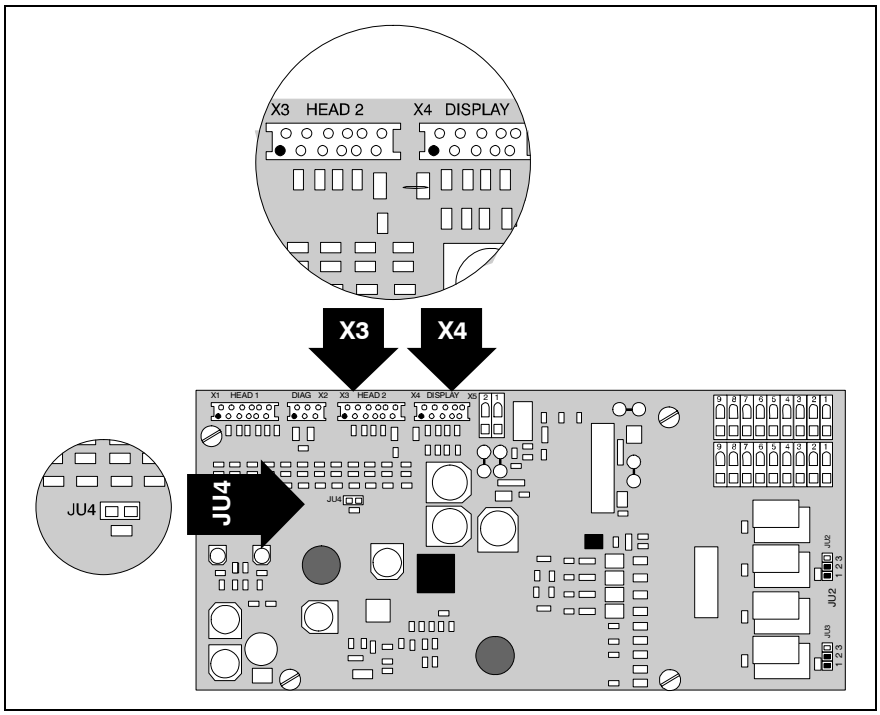

Рис. 5.22: Подключение основной платы X3, X4 и JU4
6. Выставите перемычку JU4 на основной плате. (см. Рис. 5.22)
7. Подключите модуль детекции с помощью плоского ленточного кабеля к основной плате. Клемма: X3 HEAD 2 (см. Рис. 5.22)